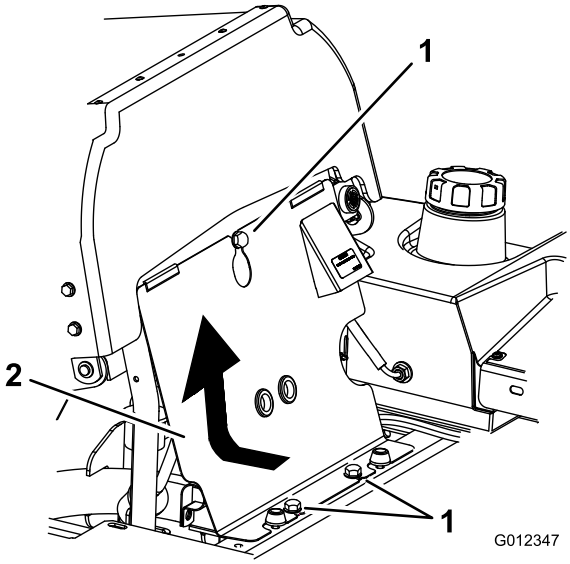

Figur 37
1. Vip sædet frem, løsn boltene, og fjern boltene, der fastholder motorens frontpanel, og fjern det (Figur 37).